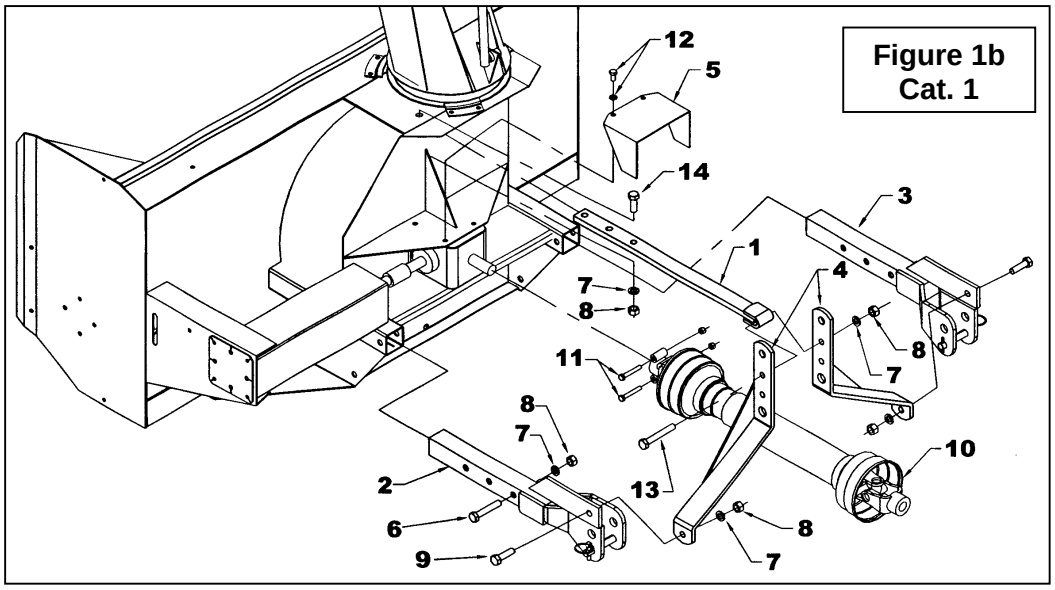

Figure 1b
Pour Cat. 1: Inverser les attaches inférieures (items 2-3) tel qu'illustré à la figure 1b.